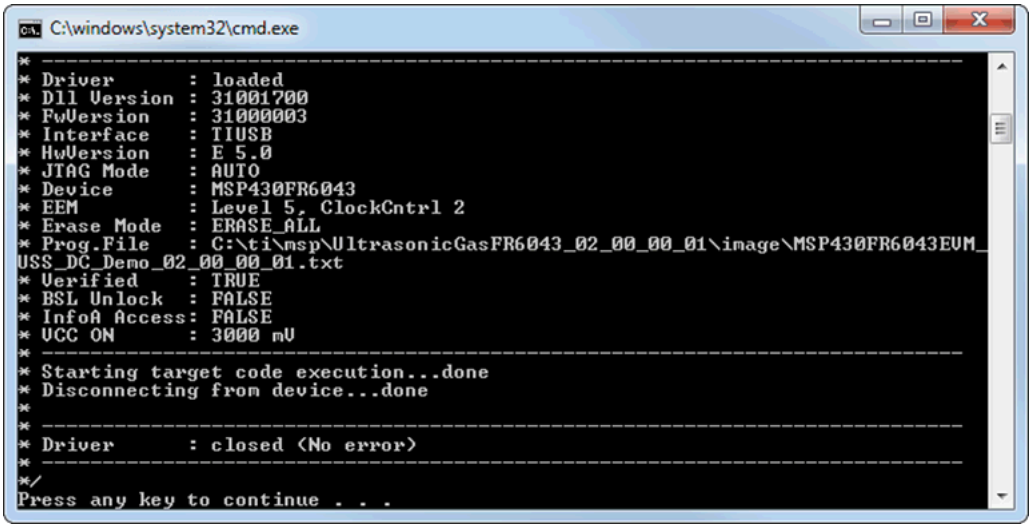

Figure 11. Successful Execution of MSP Flasher
5. MSP Flasher detects the EVM and programs the device (see Figure 11).